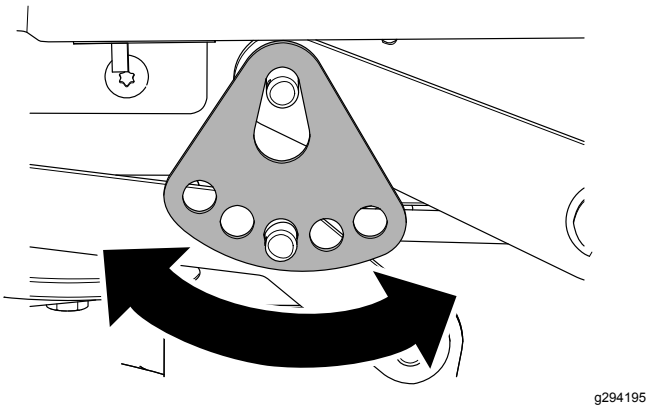

Figur 67
7. Roter klippehøydeplaten til et annet hull, slik at den støtter vekten av klippeenheten etter at du har montert platen (Figur 67).
8. Monter skiven og hårnålssplinten (Figur 67).